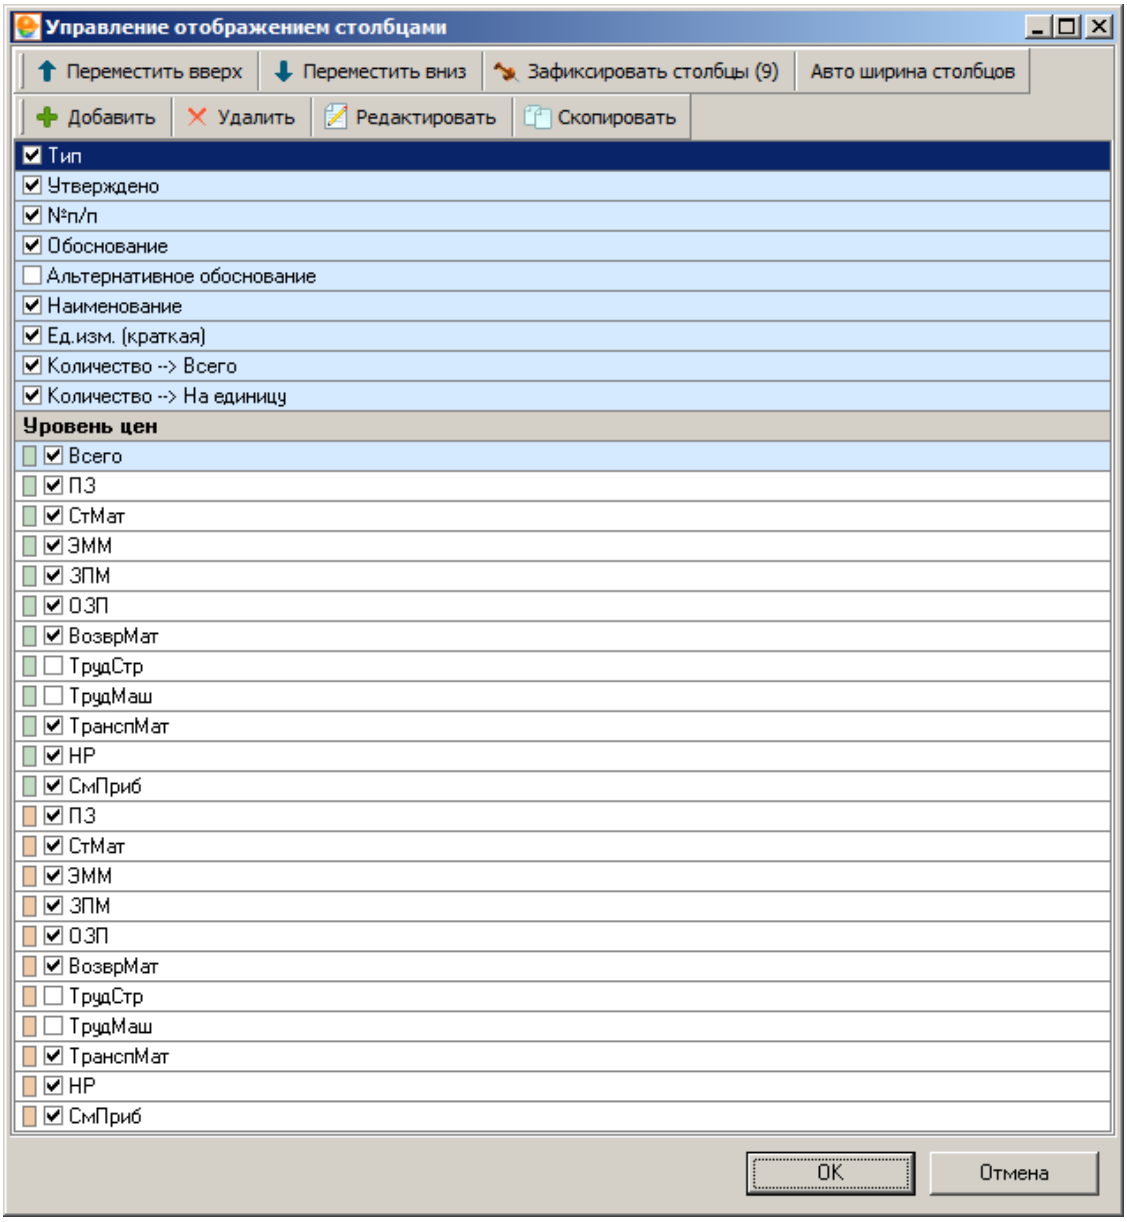

Рис. 5. Настройка вида таблицы
- корректировать отображение столбцов – в Комплексе существует возможность управлять содержимым сметной таблицы: скрыть неиспользуемые столбцы, добавить новые или расположить их в другом порядке. Для управления видом таблицы в контекстном меню режима **Проектная смета** выберите пункт **Вид** – **Настройка вида таблицы**. В появившемся окне (см. рис. 5) флажками отмечены названия столбцов, которые отображаются в сметной таблице. Для добавления столбца в сметную таблицу установите флажок на соответствующем пункте; для скрытия – снимите. Пункты, выделенные голубым цветом, недоступны для редактирования.